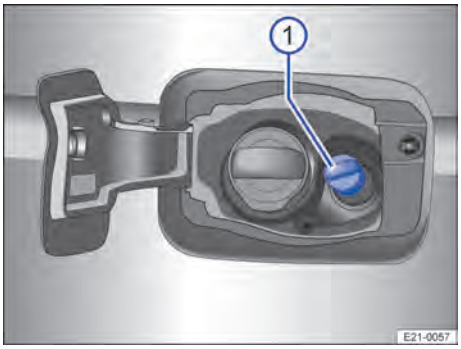

Fig. 180 Detrás de la tapa del depósito de combustible: tapón del depósito de AdBlue (representación esquemática).
La boca de llenado de AdBlue® se encuentra detrás de la tapa del depósito de combustible, junto a la boca de llenado de este → Fig. 180 ①.